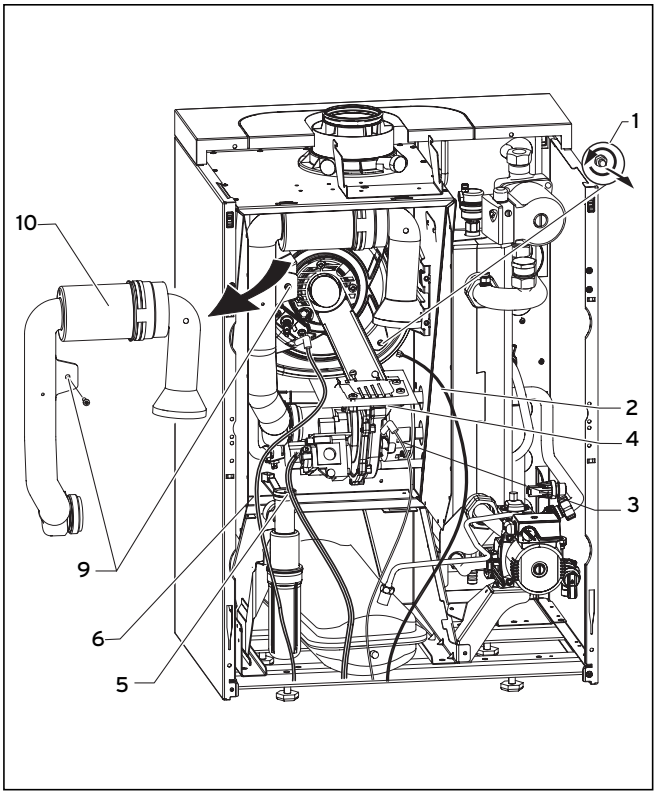

Rys. 8.4 Zdemontowanie modułu palnika
Legenda (Rys. 8.4):
- Zdjąć cztery nakrętki, patrz rys. 8.4.